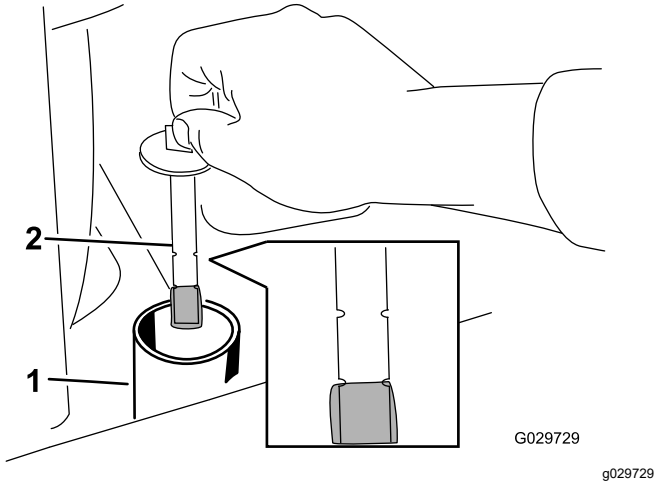

Rysunek 71
8. Odkręć korek z szyjki wlewu i sprawdź poziom oleju na wskaźniku (Rysunek 71).